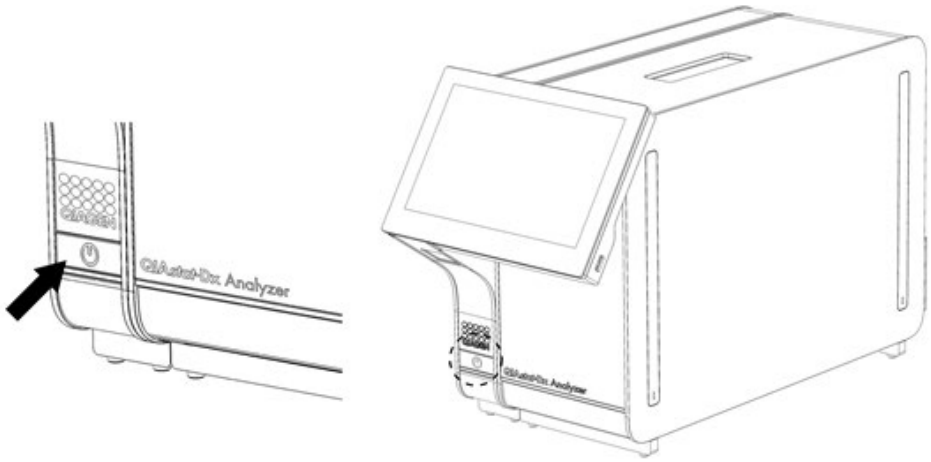

Figura 22 Pulse el botón ON/OFF para encender el instrumento.
1. Pulse el botón ON/OFF de la parte frontal de QIAstat-Dx Analyzer 2.0 para encender la unidad (Figura 22).